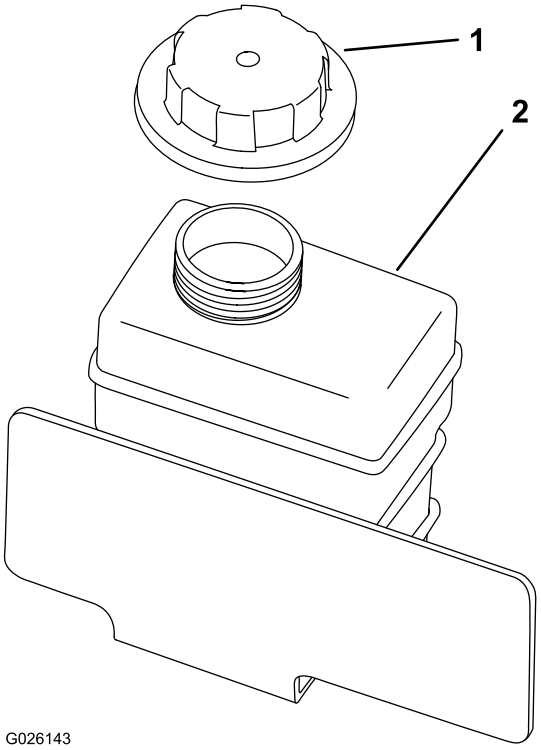

Figuur 61
4. Verwijder de dop van de reservetank (Figuur 61).